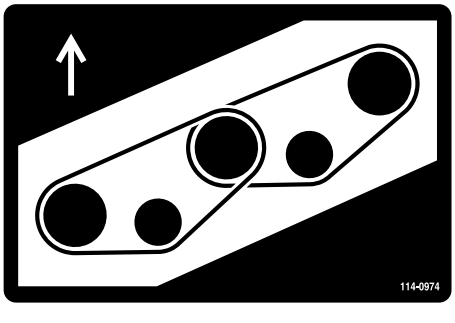
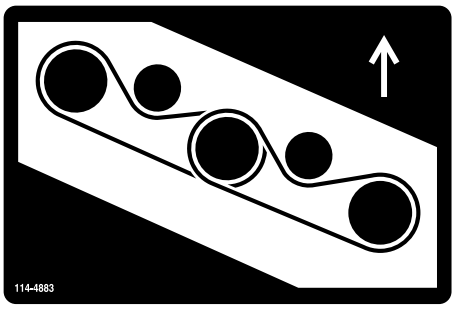

**Figur 131**
**Figur 132**
7. Dra den nya remmen runt spindelskivorna och mellanremskiveenheten (Figur 131 och Figur 132).